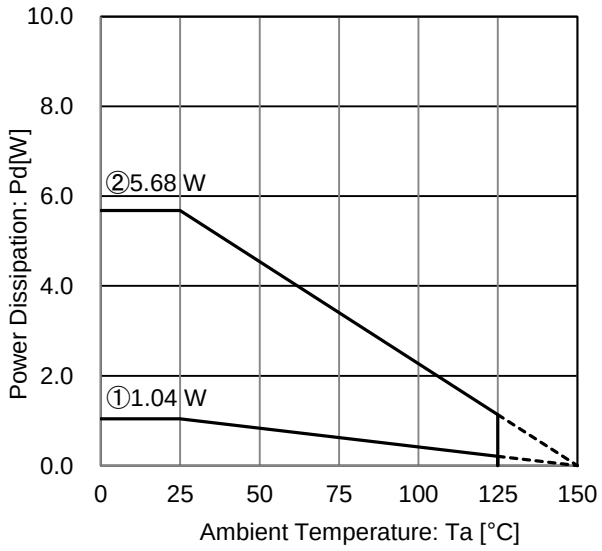

Figure 75. HRP5 Package Data
(Figure 75 ②θja=22°C /W →-45.5mW/°C